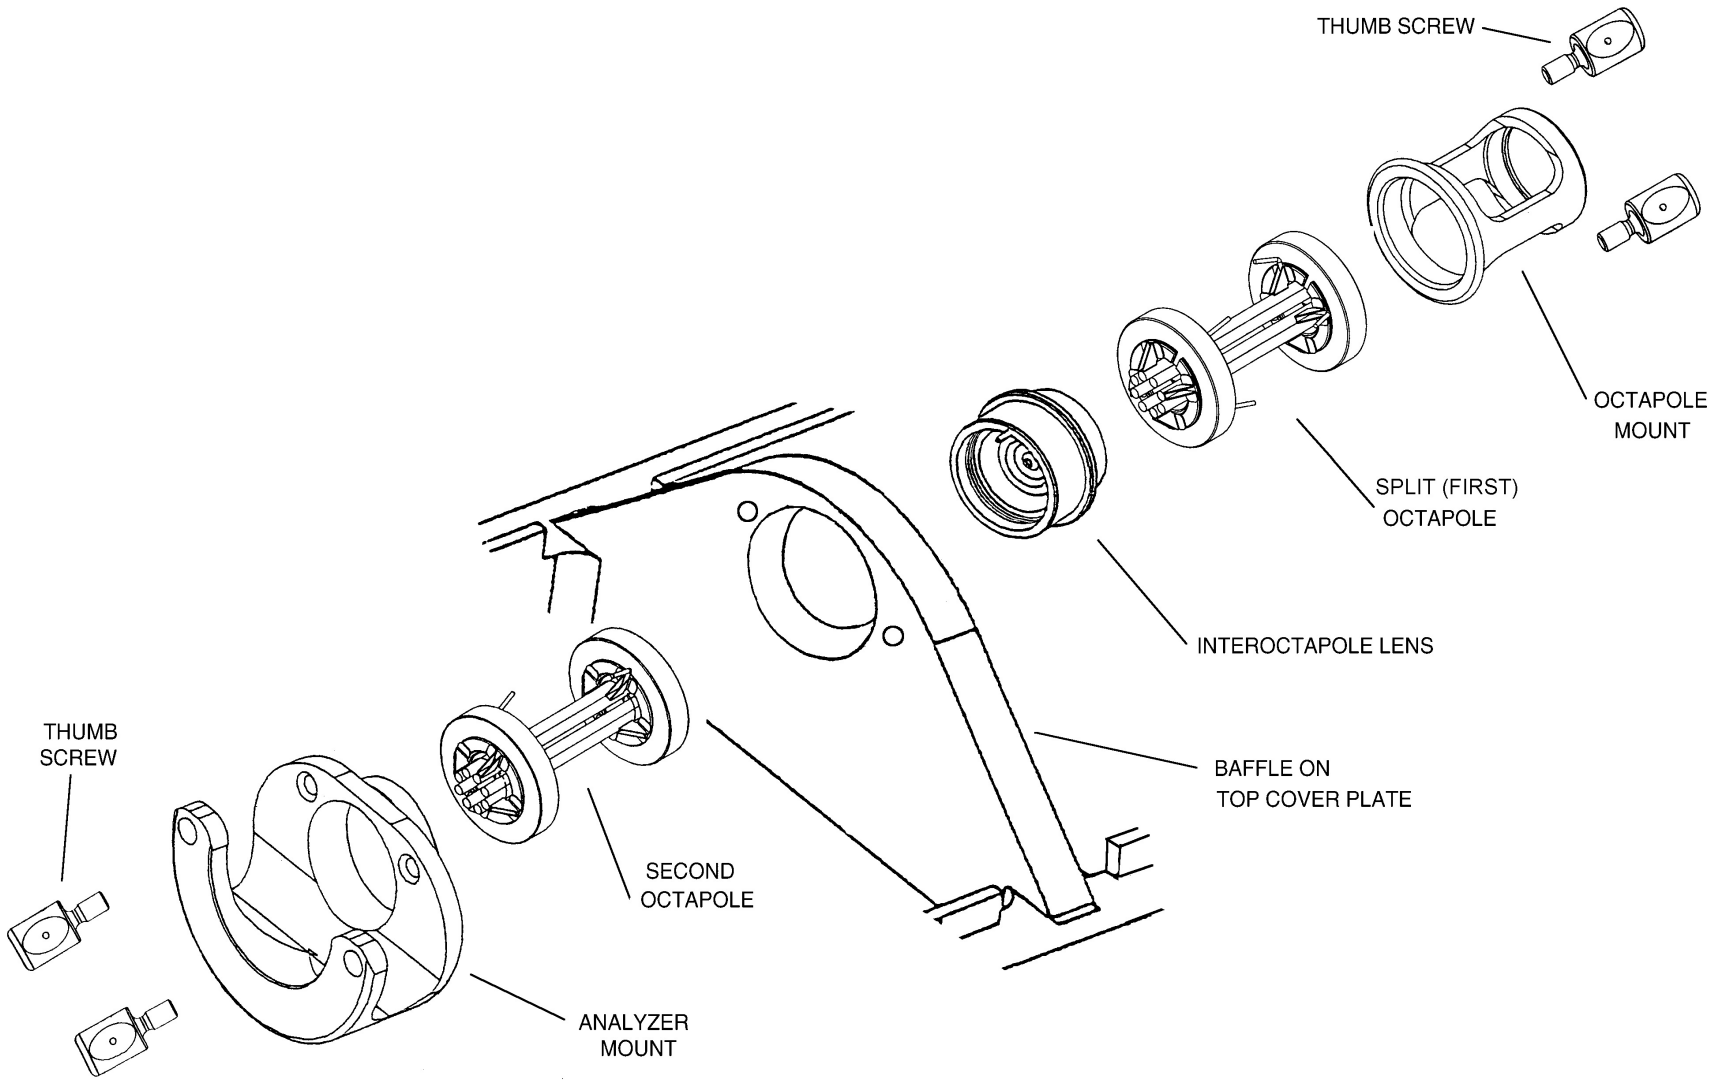
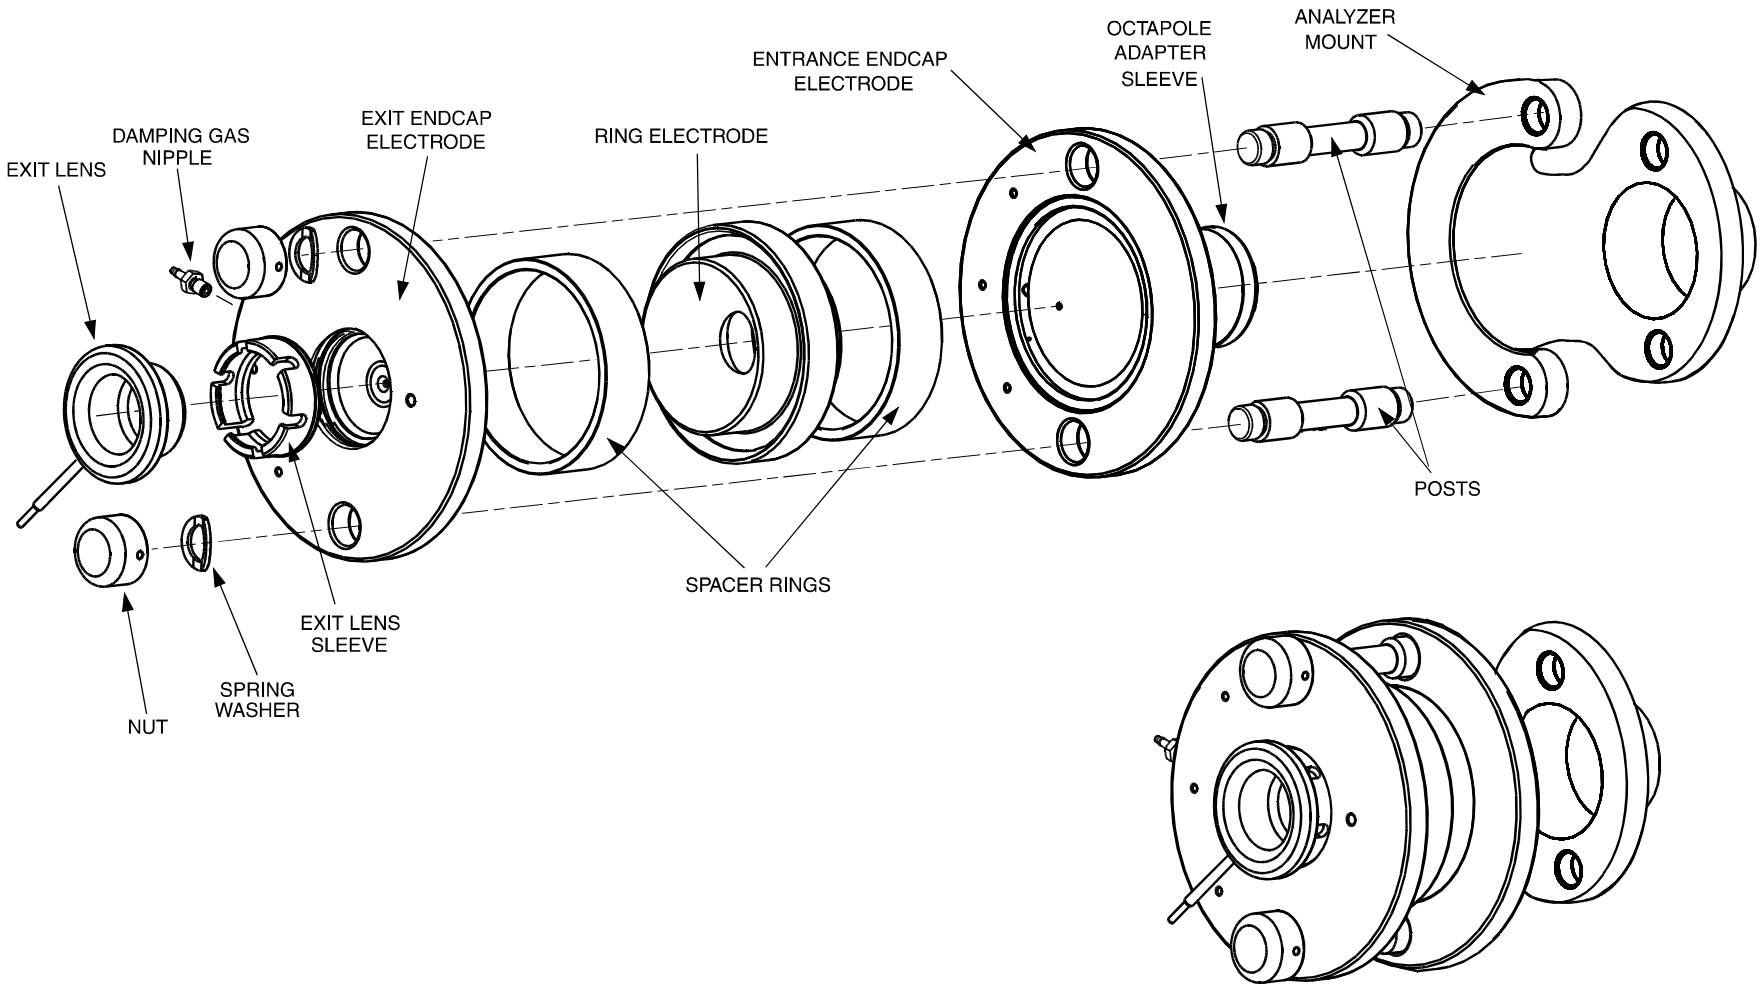

Figure 4-6. Exploded view of the ion optics
Figure 4-7. Exploded and assembled views of the mass analyzer
Use the following procedure to remove the ion optics and mass analyzer from the top cover plate. Refer to Figure 4-6 and Figure 4-7 for the location of the ion optics and mass analyzer components.
To disassemble the ion optics and mass analyzer, proceed as follows. Refer to Figure 4-6 and Figure 4-7 for the location of the ion optics and mass analyzer components.
Use the following procedure to reassemble the ion optics and mass analyzer. Refer to Figure 4-6 on page 4-26 and Figure 4-7 on page 4-27.
k. Squeeze the exit lens sleeve and insert it into the recess in the exit endcap electrode. See Figure 4-7 on page 4-27 for the proper orientation of the exit lens sleeve.